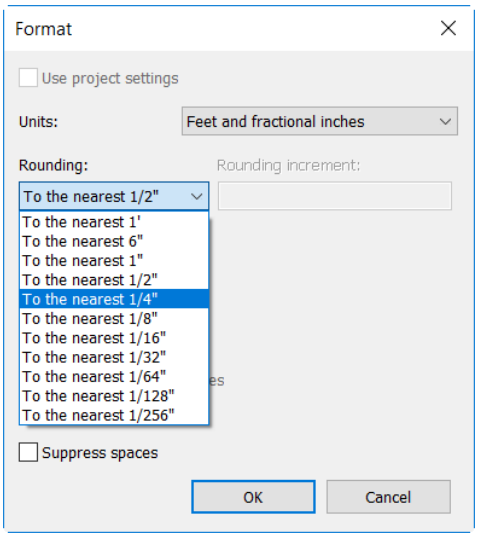

Figure 2-35 *The* ***Format*** *dialog box*
3. Click on the **Rounding** drop-down list and select the desired option, as shown in Figure 2-35.